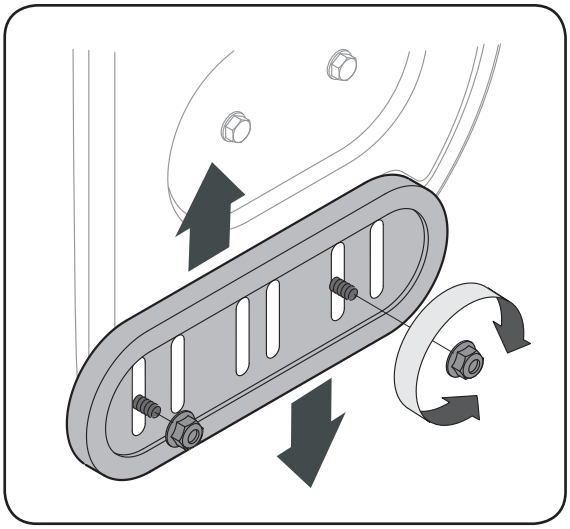

Figure 5-4 - Patins réversible en plastique
1. Ajustez les patins en desserrant les quatre contre-écrous à embase (deux de chaque côté) et les boulons ordinaires. Placez les patins à la position voulue. Voir les Figures 5-4 ou 5-5.